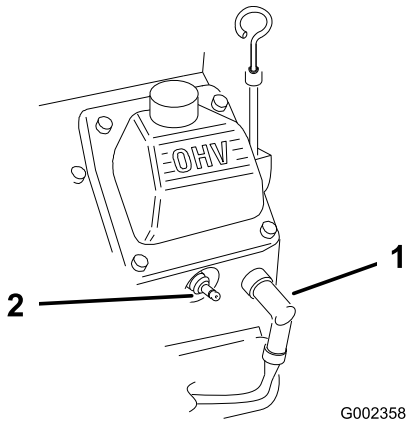

Figur 25
2. Lossa kablarna från tändstiften (Figur 25).